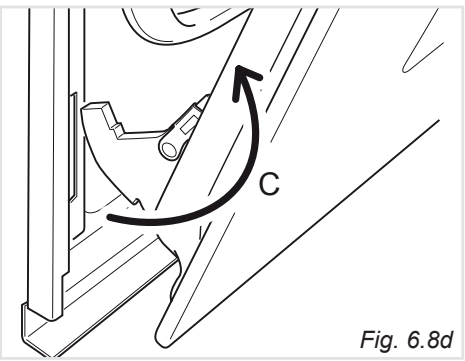

Fig. 6.8d
- Withdraw the hinge hooks from their location following arrow "**C**" (fig. 6.8d).